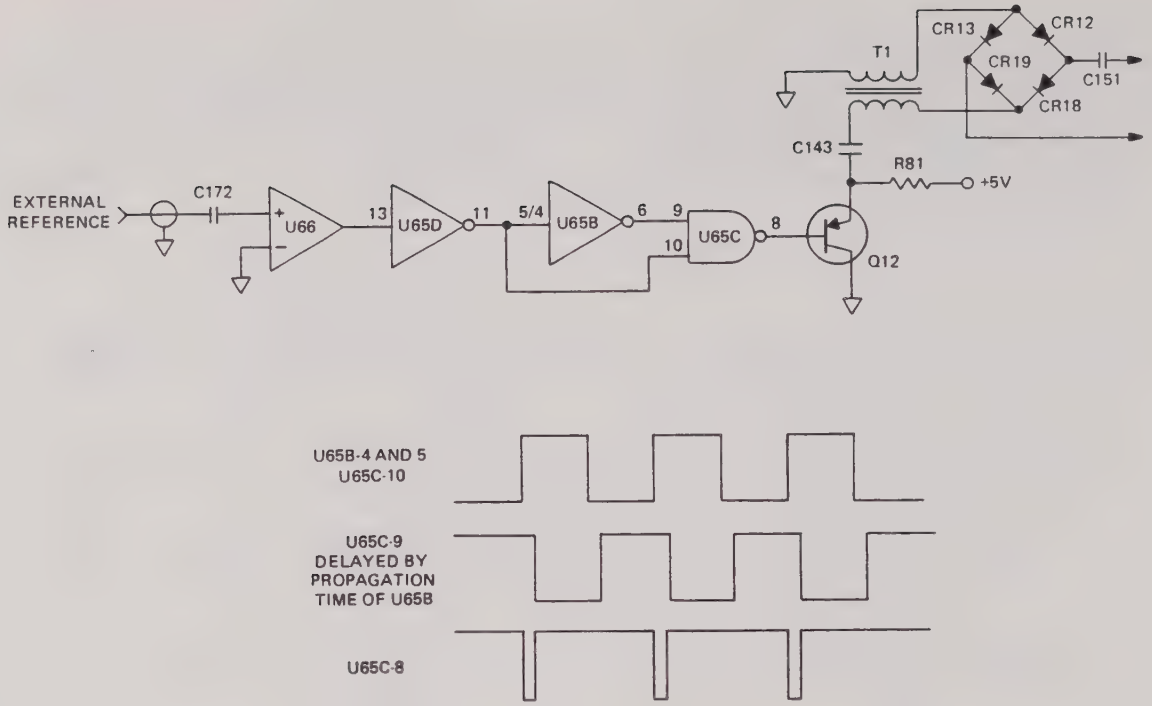

Figure 5.17 - Input Circuit and Pulse Generator
5.3.10.2.1.1 Two antiphase waveforms derived from the external reference signal enter the system at J208 connector. The waveform from J208 is converted to TTL levels by U66 and squared in U65D before being applied to the pulse generator, U65B and U65C. The operation of this circuit is shown in Figure 5.17.
5.3.10.2.2.1 Refer to Figure 5.17 and 5.18. The loop oscillator's active element is U65C. The oscillator frequency is controlled by the crystal Y1 and the varactor diode CR21. The trimming capacitor C142 can be adjusted to compensate for a range of crystal and varactor tolerances.